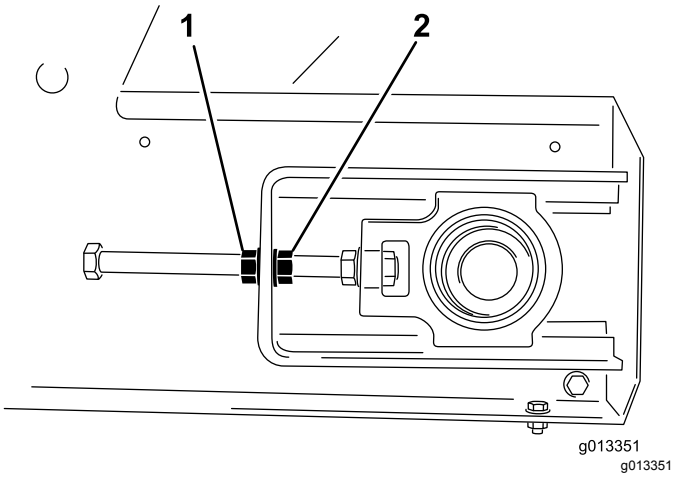

Figur 55
4. Bruk to skiftenøkler, hold enden av strekkstangen stille og løsne låsemutteren, dvs. mutteren som er nærmest stangen (Figur 55).
3. På siden sporer beltet fremover. Hold enden av strekkstanga stille, løsne låsemutteren og stram til justeringsmutteren to flater på mutteren (Figur 55).